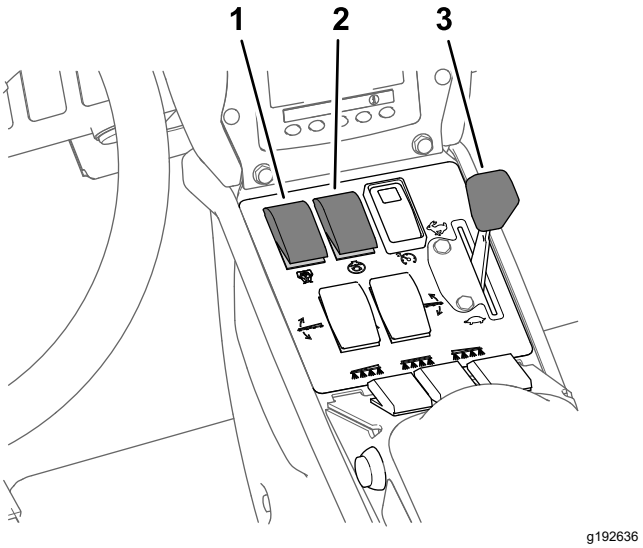

Bild 45
8. Stellen Sie den Rührwerk- und Sprühpumpenschalter in die EIN-Stellung (Bild 45).
9. Stellen Sie die Gasbedienung in die SCHNELL-Stellung (Bild 45).
Hinweis: In diesem Schritt wird vorausgesetzt, dass die Sprühpumpe eingeschaltet ist, siehe Bild 45 in Sprühen im Dosierungsmodus (Seite 40).
4. Stellen Sie die Gasbedienung auf die gewünschte Motordrehzahl, siehe Bild 45 in Sprühen im Dosierungsmodus (Seite 40).